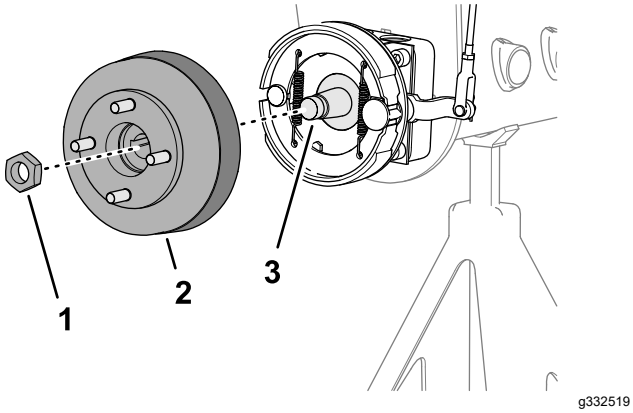
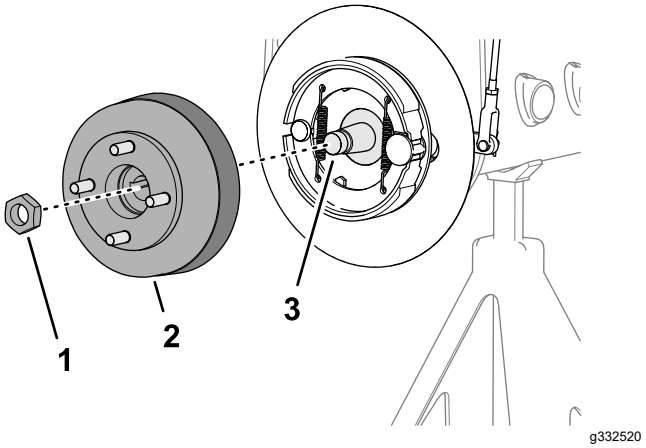

**Figuur 64**
**Figuur 65**
1. Verwijder de borgmoer waarmee de naaf aan de wielmotoras is bevestigd (Figuur 64 of Figuur 65).
4. Gebruik de gespecificeerde naaftrekker om de wielnaaf en remtrommel te verwijderen van de wielmotoras (Figuur 64 of Figuur 65).